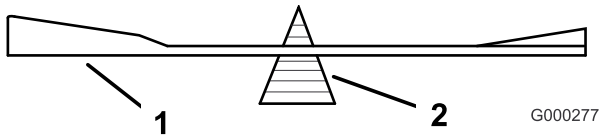

Figura 59
2. Verifique el equilibrio de la cuchilla colocándola sobre un equilibrador de cuchillas (Figura 59). Si la cuchilla se mantiene horizontal, está equilibrada y puede utilizarse. Si la cuchilla no está equilibrada, rebaje algo el metal en la parte de la vela solamente (Figura 59). Repita este procedimiento hasta que la cuchilla esté equilibrada.